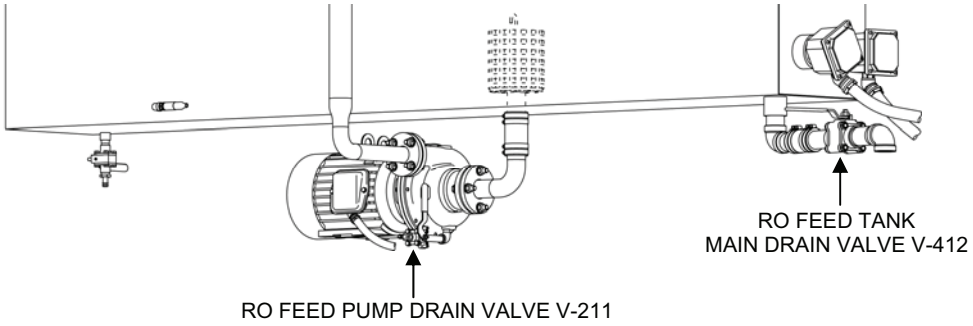

Figure 8. Valves for Flushing the RO Feed Tank.
8. Flush the RO feed tank with product water as follows (Figure 8):
e. Be sure RO Feed Tank Drain Valve V-412 is closed (Figure 8).